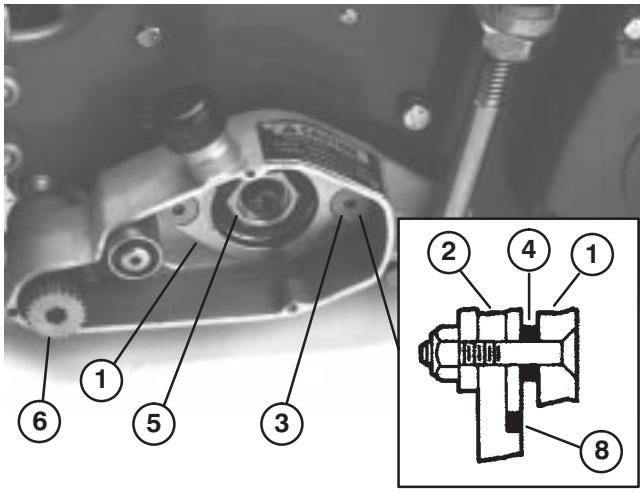

Figure 4
9. Slide one end of the grooming shaft assembly into the bearing support in the groomer housing assembly (Fig. 4). Mount the driven pulley (left hand thread) to the end of the groomer shaft and torque to 29 to 35 ft–lb, using a 3/8" allen socket on a torque wrench (Fig. 4).
B. Remove bearing locknut from reel shaft (Fig. 4). Secure the reel from turning with a wood block.